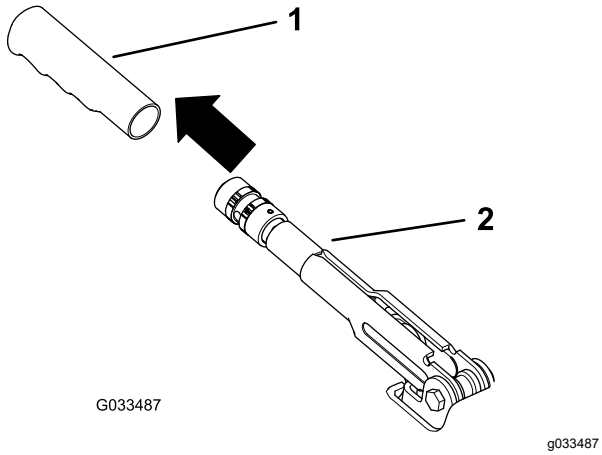

**Figura 52**
1. Retire la empuñadura de goma de la palanca del freno de estacionamiento (Figura 52).
5. Instale la empuñadura de goma en la palanca del freno de estacionamiento (Figura 52).